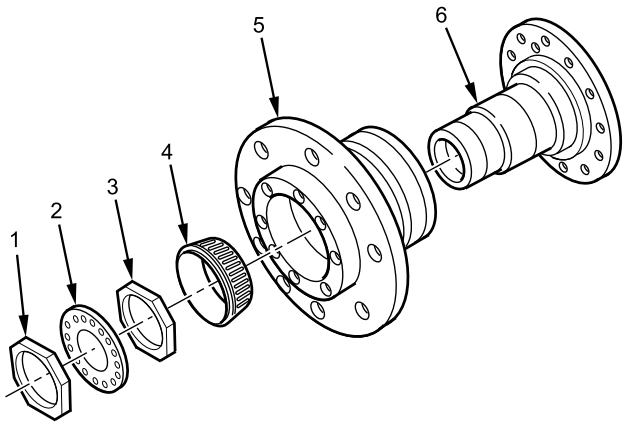

Figure 16. Hub and Spindle.
1. Apply grease to surface of spindle (Figure 16, Item 6).
2. Install hub assembly (Figure 16, Item 5) onto spindle (Figure 16, Item 6).
3. Pack outer bearing cone (Figure 16, Item 4) and outer hub cavity with wheel bearing grease until it is level with inside diameter of bearing cone.
4. Install outer bearing cone (Figure 16, Item 4) and inner wheel bearing adjusting nut (Figure 16, Item 3) onto spindle (Figure 15, Item 6).
5. Torque inner wheel bearing adjusting nut (Figure 16, Item 3) to 100 lb-ft (136 N•m) while turning hub assembly (Figure 16, Item 5) counterclockwise on spindle (Figure 16, Item 6).
6. Back off inner wheel bearing adjusting nut (Figure 16, Item 3) 1/4 turn.
7. Install lockwasher (Figure 16, Item 2) and outer adjusting nut (Figure 16, Item 1) onto spindle (Figure 16, Item 6). Torque outer adjusting nut to 250-400 lb-ft (339-542 N•m).